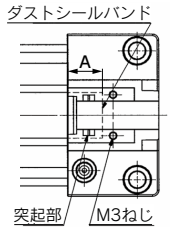

図2
a. 両面にグリースを塗布したダストシールバンド(表1)を端部がヘッドカバー上面のM3ねじ部と突起部の中間位置(目安:A寸法)となるように装着します。(図2参照)